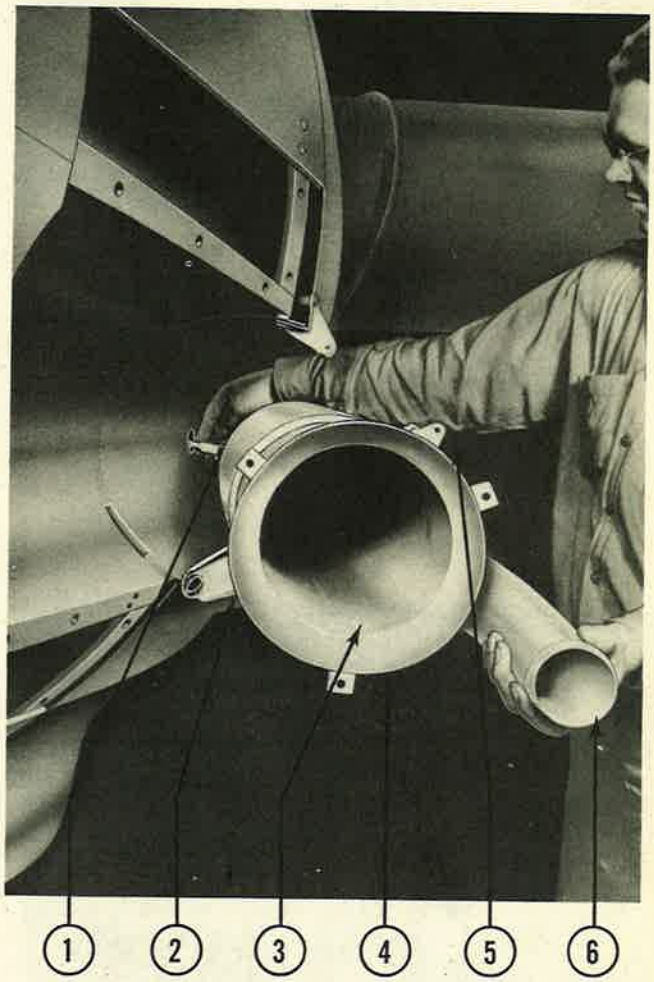

Figure 529—Installing Muff-Type Heat Exchanger
2. Secure side adjustable link (1, figure 529) as described in *1.*, preceding.
4. Secure forward lower flange projection (2, figure 529) to fire wall. It may be necessary to use a pry bar to force heat exchanger assembly into position.